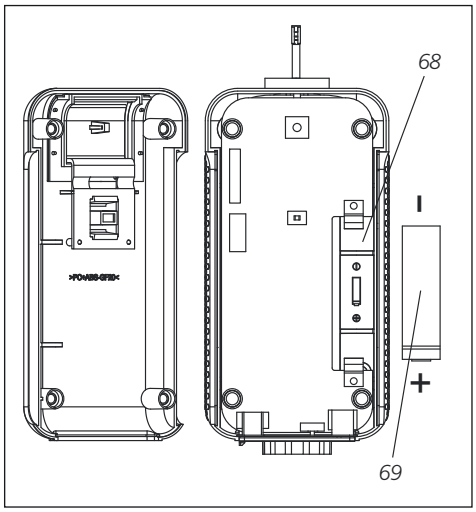

Fig. 16
6. Click the new battery *(69)* (3018466) into place between the spring contacts. **Make sure the polarity is correct. The notch around the battery's circumference indicates its positive pole** *(see Fig. 16)*.